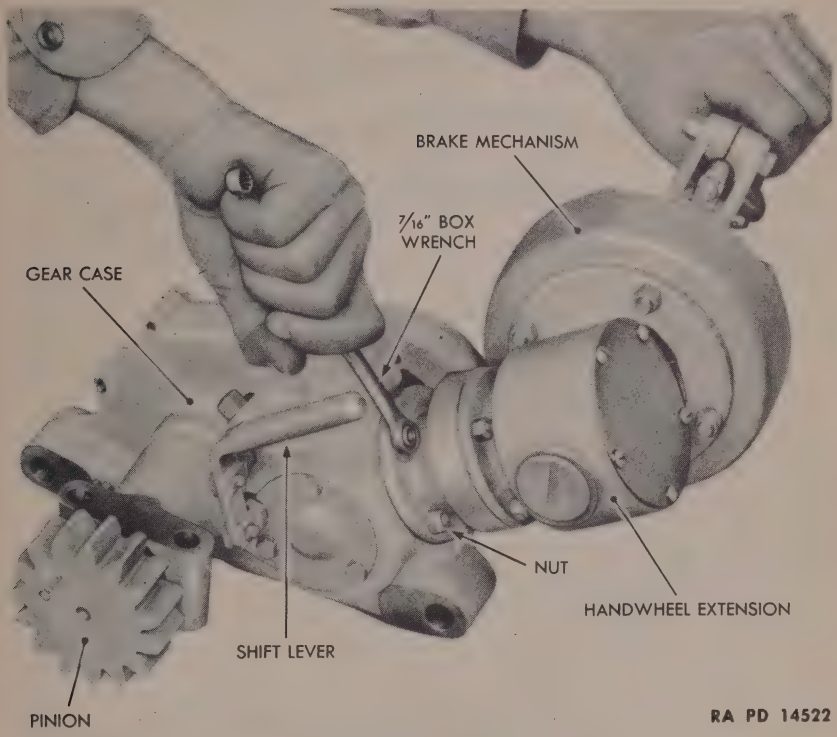

Figure 175—Removing Handwheel Extension and Brake Mechanism Assembly from Gear Case—Hydraulic Turret Traversing Mechanism
186. REPLACE HANDWHEEL EXTENSION (fig. 175).
(1) REMOVE HANDWHEEL EXTENSION AND BRAKE MECHANISM (fig. 175). Using 7/16-inch box wrench, remove the four nuts from studs in gear case. Remove handwheel extension and gear mechanism as an assembly.
(2) INSTALL HANDWHEEL EXTENSION AND BRAKE MECHANISM. Place flange of handwheel extension in position over studs in gear case with manual drive handle pointing in opposite direction from pinion. Install nuts on studs and tighten with 7/16-inch box wrench.